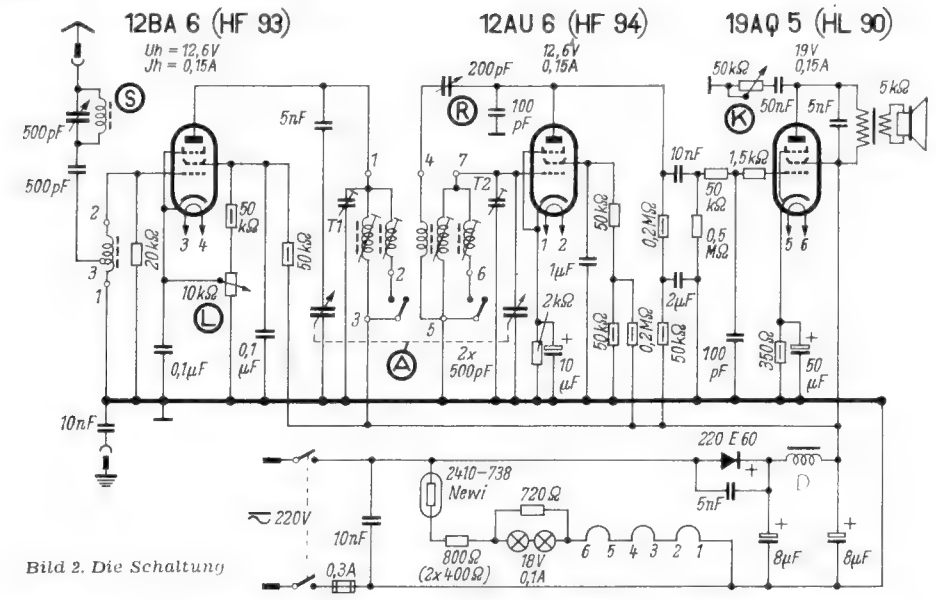

Bild 2. Die Schaltung
*Links: Bild 2. Chassis-Ansicht im Vergleich zu einer Röhre EL 11. Rechts unten ist noch Raum für einen Netzteil*
Die erprobte Schaltung eines mit den drei letztgenannten Röhren aufgebauten Allstrom-Bandfilter-Zweikreisers zeigt **Bild 2.** Im Eingang verwenden wir außer dem Sperrkreis eine angezapfte Eingangsdrossel Bv 710. Die Antenne wird an die Anzapfung angeschlossen, so daß die Eingangsspannungen zum Gitter der HF 93 übersetzt werden[1]).